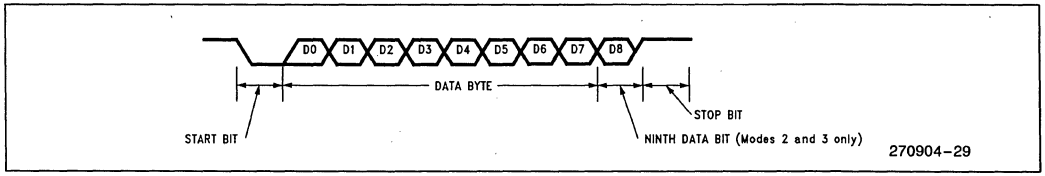

Figure 24. Data Frame: Modes 1, 2 and 3
Mode 2: 11 bits are transmitted (through TXD) or received (through RXD): a start bit (0), 8 data bits (LSB first), a programmable 9th data bit, and a stop bit (1). Refer to Figure 24. On Transmit, the 9th data bit (TB8 in SCON) can be assigned the value of 0 or 1. Or, for example, the parity bit (P in the PSW) could be moved into TB8. On receive, the 9th data bit goes into RB8 in SCON, while the stop bit is ignored. (The validity of the stop bit can be checked with Framing Error Detection.) The baud rate is programmable to either $1/32$ or $1/64$ the oscillator frequency.